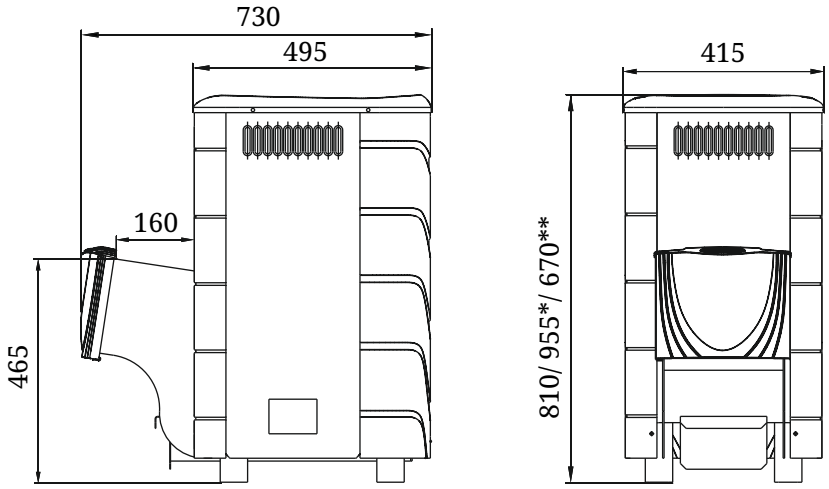

Рисунок 2. Габаритные размеры печи «Каронада»
** - печь со стандартным топливным каналом см. рисунок 2